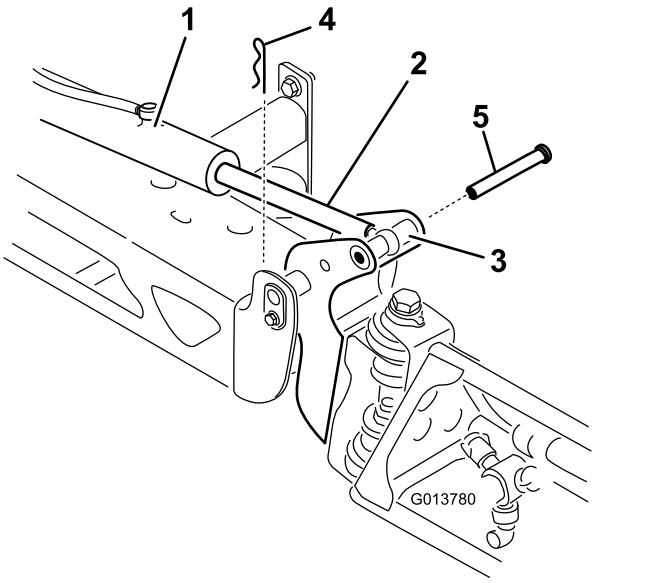

**Figur 113**
2. Ta bort saxpinnen från svängtappen (Figur 113).
3. Höj sprutrampen, ta bort tappen (Figur 113) och sänk därefter långsamt sprutrampen till marken.
9. Håll i sprutrampen och för in sprinten genom både svängleden och stångänden (Figur 113).